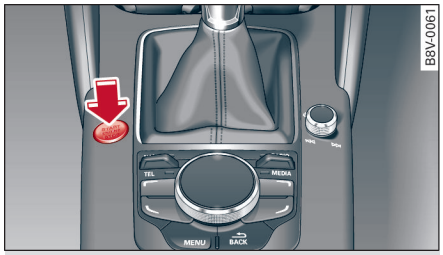

图 95 中控台：START ENGINE STOP 启动及关闭按钮（在使用便捷式智能钥匙时）
▸ 将点火钥匙拉出到位置 ⓪ ⇨ *70 页，图 95* ⇨ ⚠。
▶ 按压按钮 START ENGINE STOP ⇨ *70 页，图 95*。